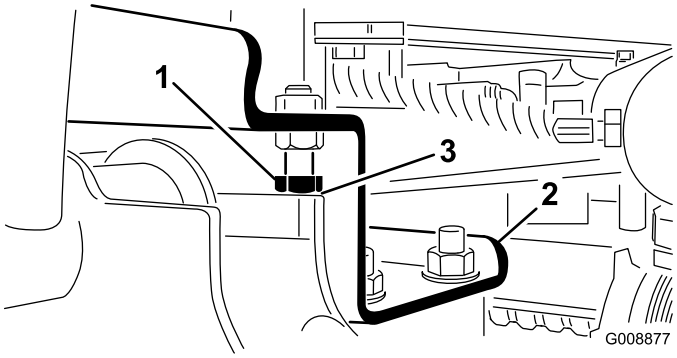

**Figur 26**
A. Træk stopboltene tilbage og juster cylinderen, så afstanden opnås (Figur 26).
2. Sørg for, at afstanden mellem hver løftearm og stopbolt er 0,13-1,02 mm (Figur 26).